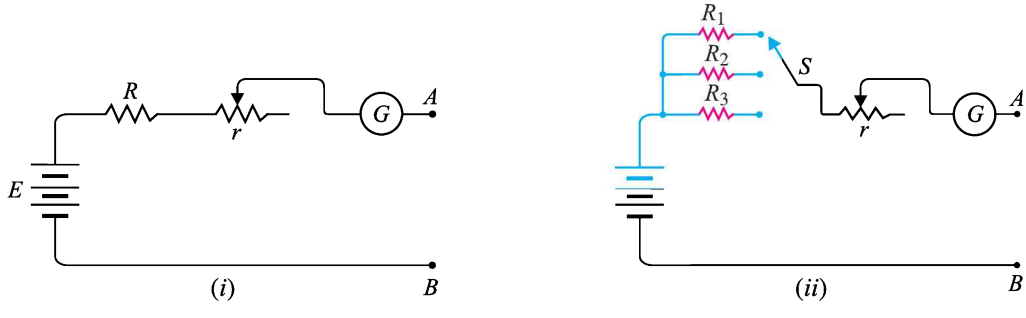

Fig. 22.5
***(iii)* Multimeter as ohmmeter.** Fig. 22.5 (*i*) shows the circuit of ohmmeter. The multimeter employs the internal battery. A fixed resistance *R* and a variable resistance *r* are connected in series with the battery and galvanometer. The fixed resistance *R* limits the current within the range desired and variable resistance *r* is for zero-adjustment reading. The resistance to be measured is connected between terminals *A* and *B*. The current flowing through the circuit will depend upon the value of resistor connected across the terminals. The ohmmeter scale is calibrated in terms of ohms. The ohmmeter is generally made multirange instrument by using different values of *R* as shown in Fig. 22.5 (*ii*).